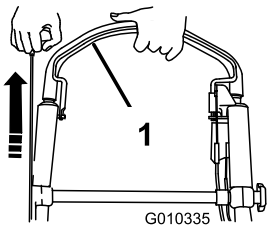

Figuur 22
3. Houd de bedieningsstang van het maaimes tegen de hendel en trek aan de start handgreep(Figuur 22).